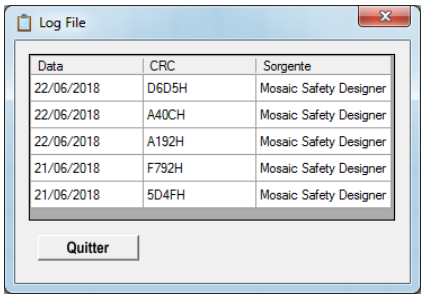

Abb. 122
- ➔ Im Inneren der Konfigurationsdatei (Projekt) befinden sich die Erstellungsdaten und der CRC (Identifizierung mit vier Hexadezimalziffern) des Projekts selbst, die in MOSAIC M1, MOSAIC M1S, MOSAIC M1S COM gespeichert werden (Abb. 122).